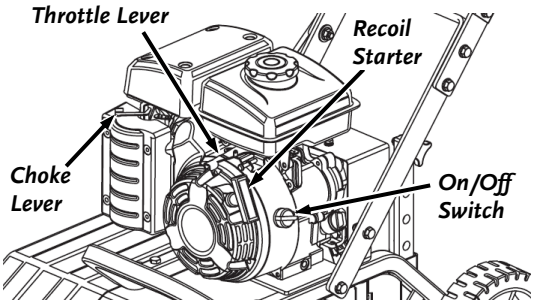

Figure 15
1. Move the engine On/Off switch to the "ON" position (***Figure 15***).
1. Move the throttle lever to the slow (Turtle) position (***Figure 15***).